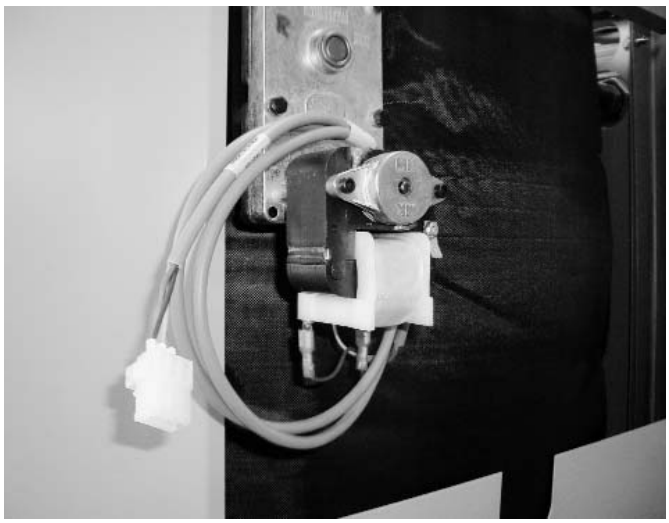

Fig. 56
Collegare il cavo del motore di pulizia (RM) al connettore X 5 (fig. 56).